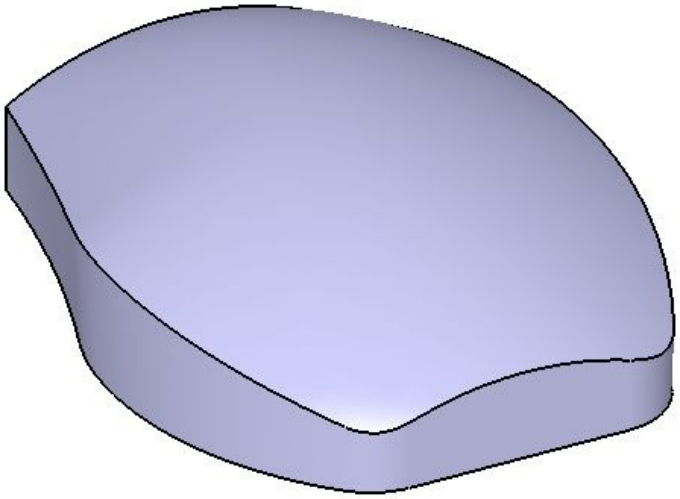

Figure 9-89 *Model after filleting the edges*
3. Choose the **OK** button from the **Edge Fillet Definition** dialog box. The model after filleting the two selected edges is shown in Figure 9-89.